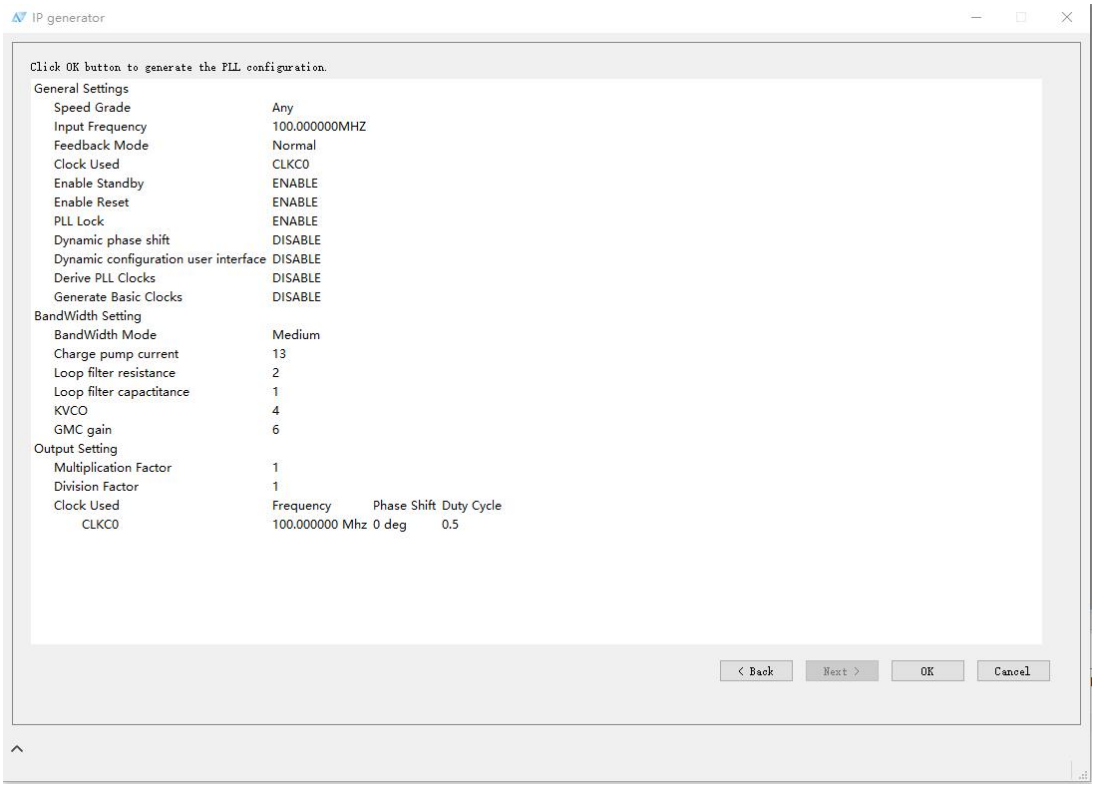

图 12 PLL 设置(d)
5. 如图 12 所示，点击 OK 按钮完成 PLL 的全部配置工作，例化和调用生成的 PLL 文件即可。